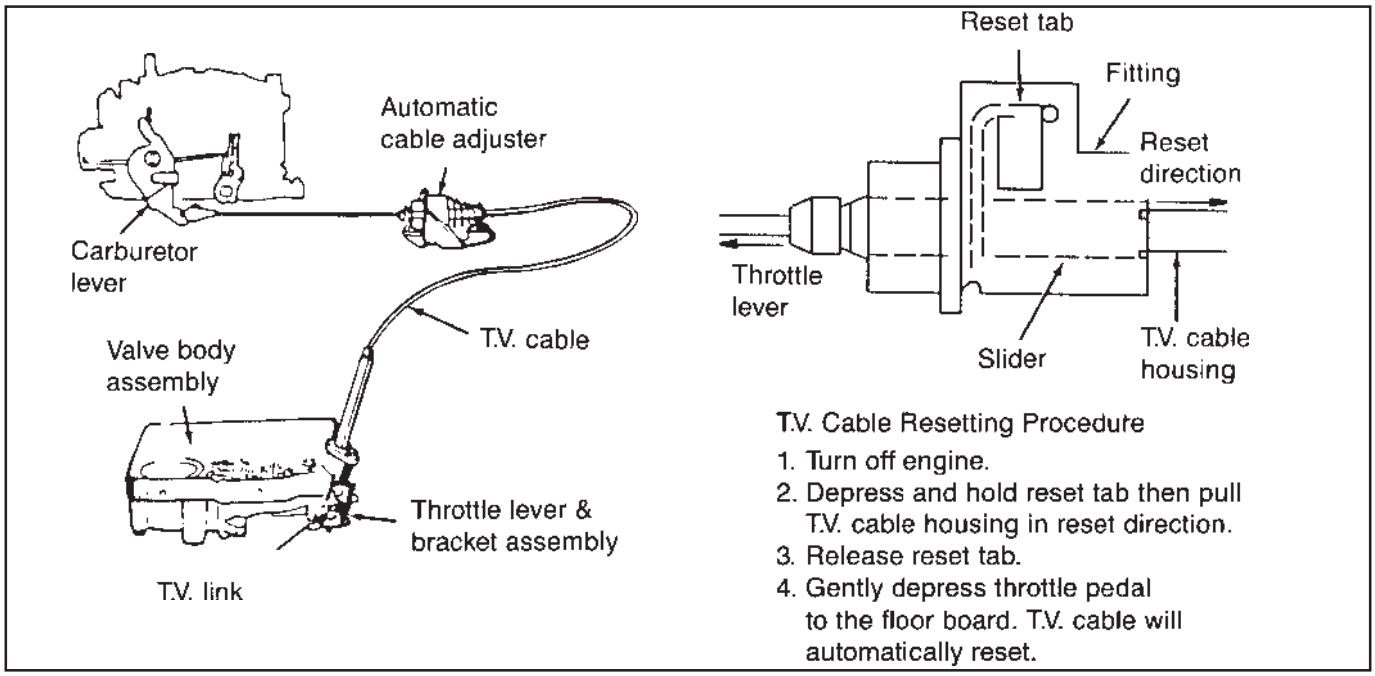

Figure 13
2. Check TV Cable adjustment **(See Fig. 13)**.